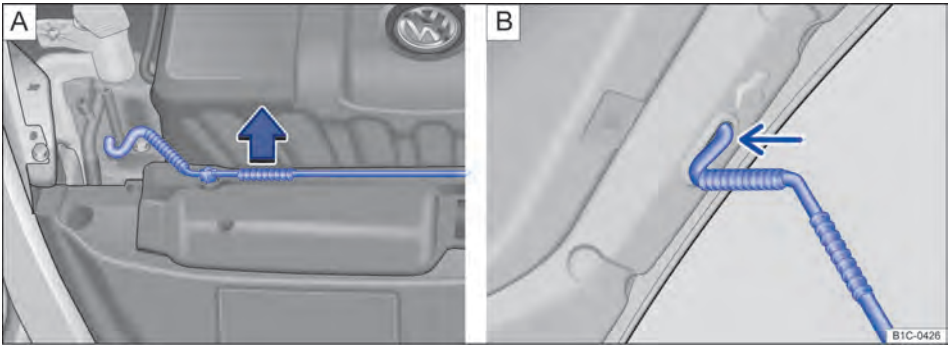

Fig. 140 A: suporte da haste de sustentação da tampa no compartimento do motor. B: tampa do compartimento do motor levantada.
- Retirar o apoio dobrável do suporte no sentido da seta ⇒ Fig. 140 **A** e encaixá-lo na abertura na tampa do compartimento do motor ⇒ Fig. 140 **B** (seta).
- Desenganchar o apoio dobrável e travá-lo no suporte no fecho ⇒ Fig. 140 **A**.